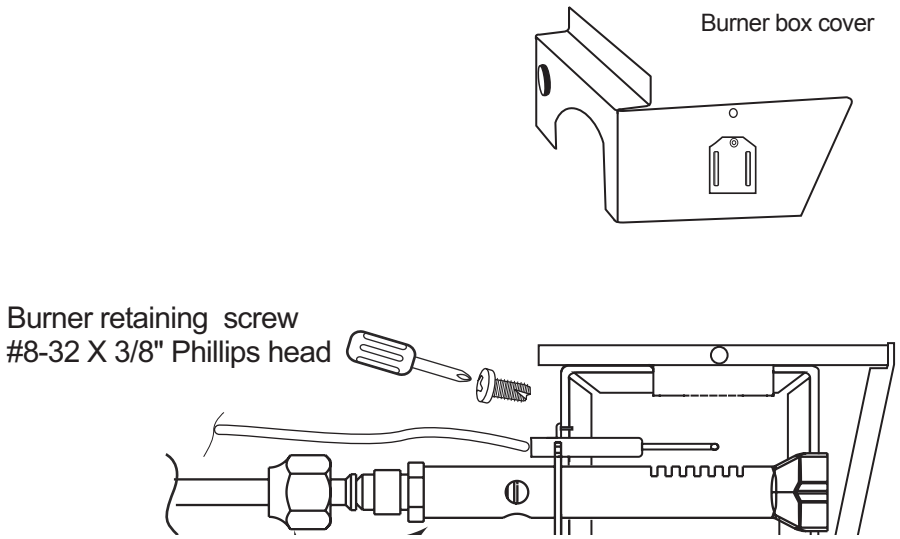

Figure 5-7. —Installing burner in burner box
12. Insert the burner into the burner box, then install the #8/32 x 3/8” Phillips retaining screw. See Figure 5-7.